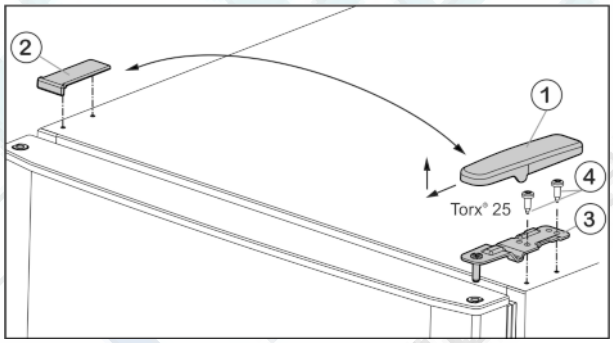

Fig. 4
▶ Потяните крышку *Fig. 4 (1)* вперед и вверх.
▶ Снимите крышку *Fig. 4 (2)*.
▶ Открутите верхний опорный кронштейн *Fig. 4 (3)*(2 шт. Torx® 25) *Fig. 4 (4)* и вытяните вверх.
- ▶ Установите верхний опорный кронштейн *Fig. 4 (3)* на новой стороне шарнира и защелкните в дверце.
- ▶ Привинтите верхний опорный кронштейн **(с моментом 4 Нм)**(2 шт. Torx® 25) *Fig. 4 (4)*. При необходимости используйте аккумуляторный шуруповерт.
- ▶ Наденьте и защелкните крышку *Fig. 4 (1)* на противоположной стороне снаружи.
- ▶ Также наденьте сверху и защелкните крышку *Fig. 4 (2)* на противоположной стороне.